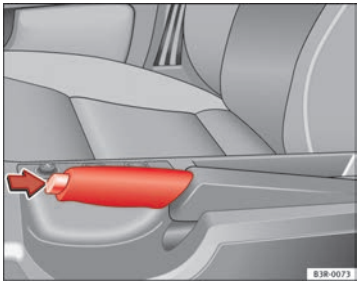

Abb. 141 Ausschnitt aus Mittelkonsole: Angezogene Handbremse
– Ziehen Sie den Handbremshebel etwas hoch *und* drücken Sie gleichzeitig den Sperrknopf ⇒ Abb. 141 (Pfeil).